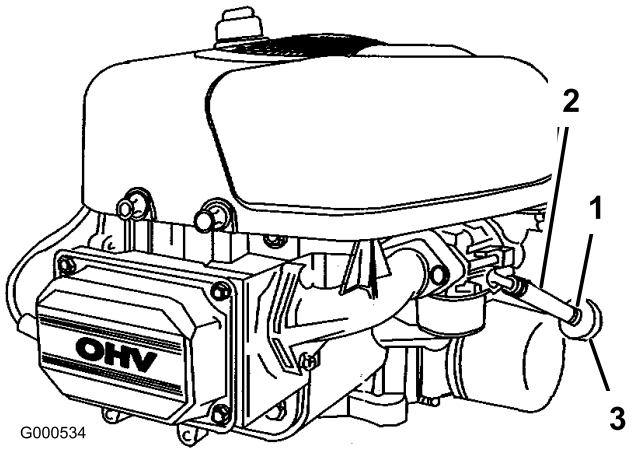

Figure 30
4. Desserrez le collier de serrage au niveau du filtre à carburant et éloignez-le du filtre en le poussant le long de la conduite d'alimentation (Figure 30).
5. Débranchez la conduite d'alimentation du filtre (Figure 30).
7. Raccordez la conduite d'alimentation au filtre. Rapprochez le collier de serrage du filtre pour fixer la conduite d'alimentation (Figure 30).
4. Pincez les extrémités des colliers et faites glisser ceux-ci pour les éloigner du filtre (Figure 30).
6. Posez un filtre neuf et rapprochez les colliers de fixation du filtre (Figure 30).